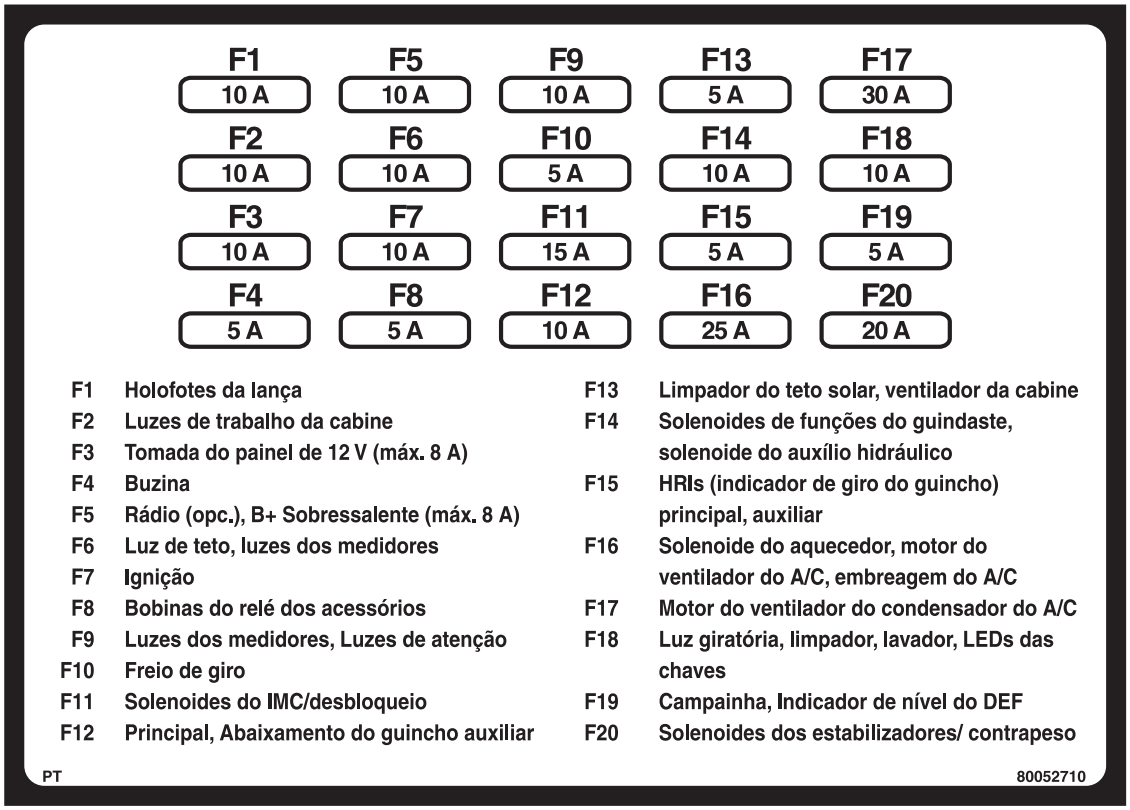
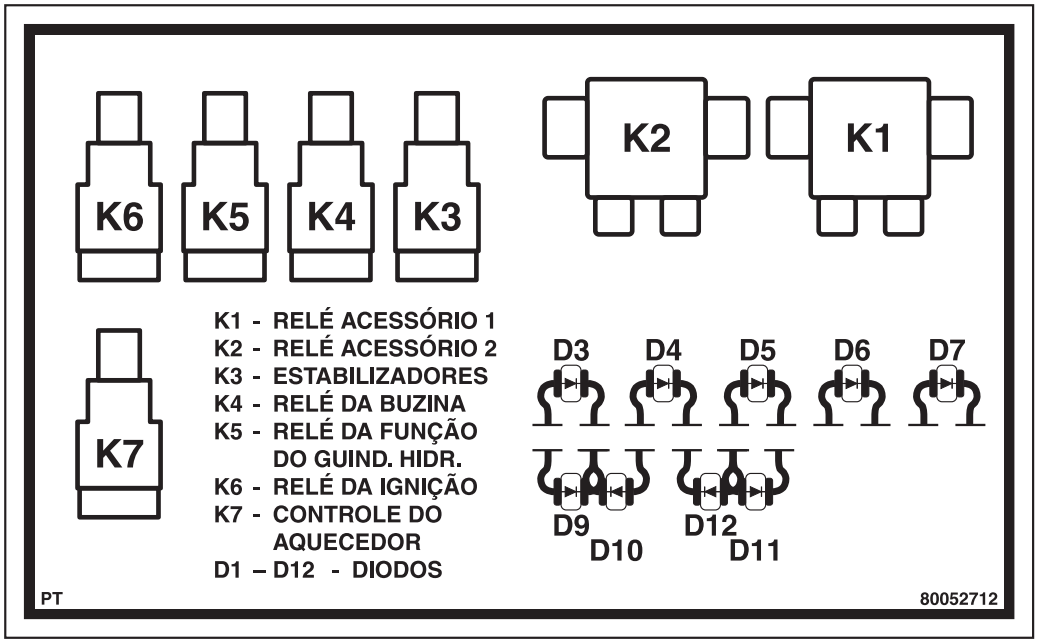

FIGURA 3-2
FIGURA 3-4
A maioria dos circuitos elétricos da superestrutura é protegida pelos componentes do conjunto do painel de relés (Figura 3-4) e do painel de fusíveis (consulte a Figura 3-2).
O painel de fusíveis localiza-se na parede traseira da cabine, atrás do assento, e contém 20 fusíveis. Para obter acesso aos fusíveis, solte os parafusos de polegar e remova a tampa. Um adesivo (Figura 3-4) na tampa identifica cada fusível, sua função e amperagem. Os fusíveis 1, 2, 3, 4, 5 e 6 são energizados quando a bateria está conectada. Os fusíveis 7 a 16 são energizados quando a bateria está conectada e a chave de ignição está na posição RUN (1) (FUNCIONAR) ou ACC (3) (ACESSÓRIO).
NOTA: Consulte nas Figura 3-2, 3-3 e 3-4 e nas Tabela 3-3 e 3-4 a identificação dos fusíveis e relés.
A superestrutura tem 7 relés (Tabela 3-4) (Figura 3-3 e 3-4) que controlam muitas de suas funções. Os relés estão localizados no conjunto do painel de relés da superestrutura (Figura 3-4).